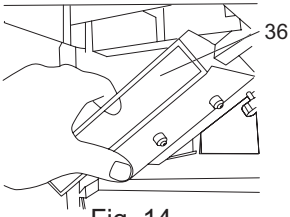

Fig. 14
> Segure a unidade do porto de extração de pó (36) aproximadamente a 45° e deslize-a para o seu sitio na mesa de desengrossar. (Fig. 14)